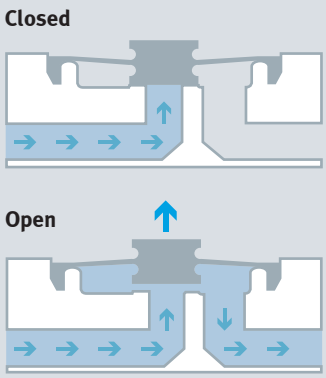

Fig. 1
The solenoid valves VODA are directly actuated diaphragm valves. The basic condition of the VODA 2/2-way valves is normally closed (NC). The medium is therefore at input 1. On activation of the coil, the valve to output 2 opens (see Fig. 1). With the VODA 3/2-way valves, the medium is at input 2 = COM. By selecting the output, it is now possible to realise a normally open or normally closed function.